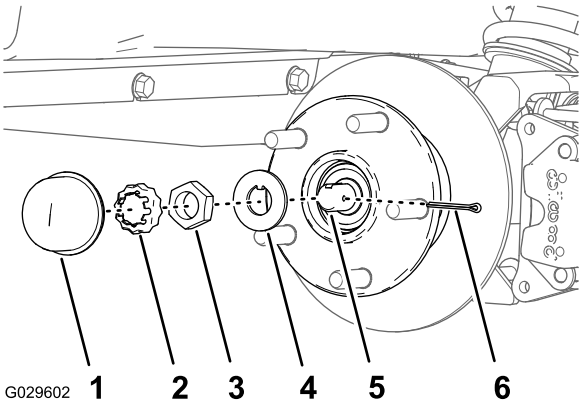
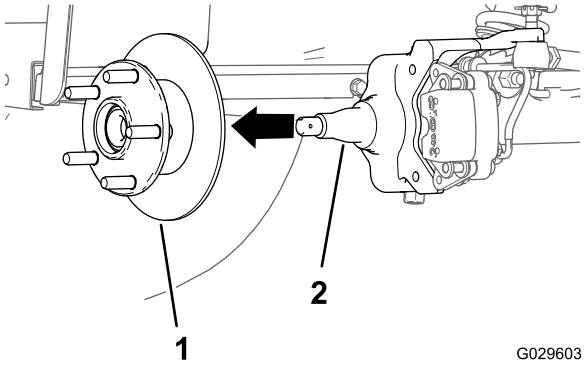

Figur 32
Figur 33
4. Fjern støvhætten fra navet (Figur 32).
5. Fjern låseclips og møtrikholder fra spindlen og spindelmøtrikken (Figur 32).
6. Fjern spindelmøtrikken fra spindlen og adskil nav- og rotorsamlingen fra spindlen (Figur 32 og Figur 33).